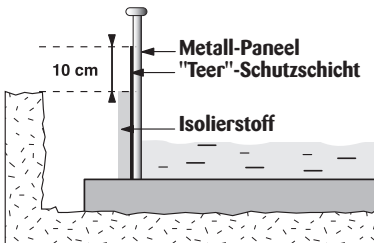

Abb. 65
1. für teilversenkte Becken: Höhe A + 10 cm ab der Becken-Unterkante, Abb. 65 ;
b Eine Isolierung (guter thermischer Isolierstoff) muss unbedingt gegen die ganze versenkte Metallstruktur gelegt werden, wenden Sie sich an einen Isolierstoff-Fachmann, Abb. 65 und 66.